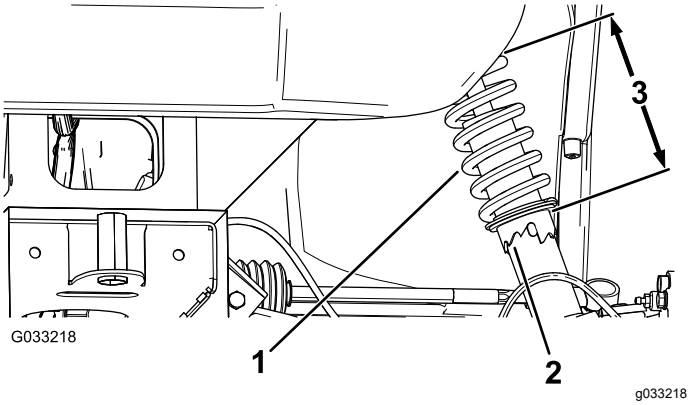

Figur 46
1. Brug værktøjet med Toro-delnr. 132-5069 til at dreje muffen på støddæmperen for at regulere fjederens længde (Figur 46).